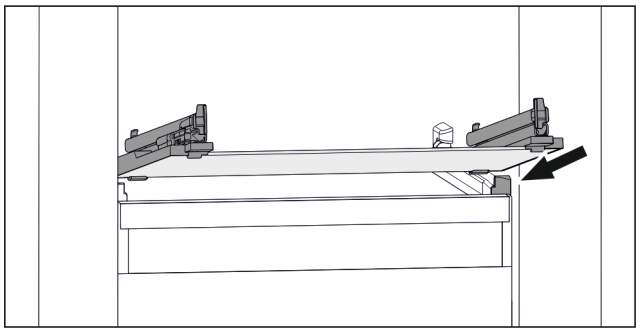

Fig. 98 Example illustration of glass shelf
▶ Position glass shelf at an angle behind the stoppers. (see Fig. 98)